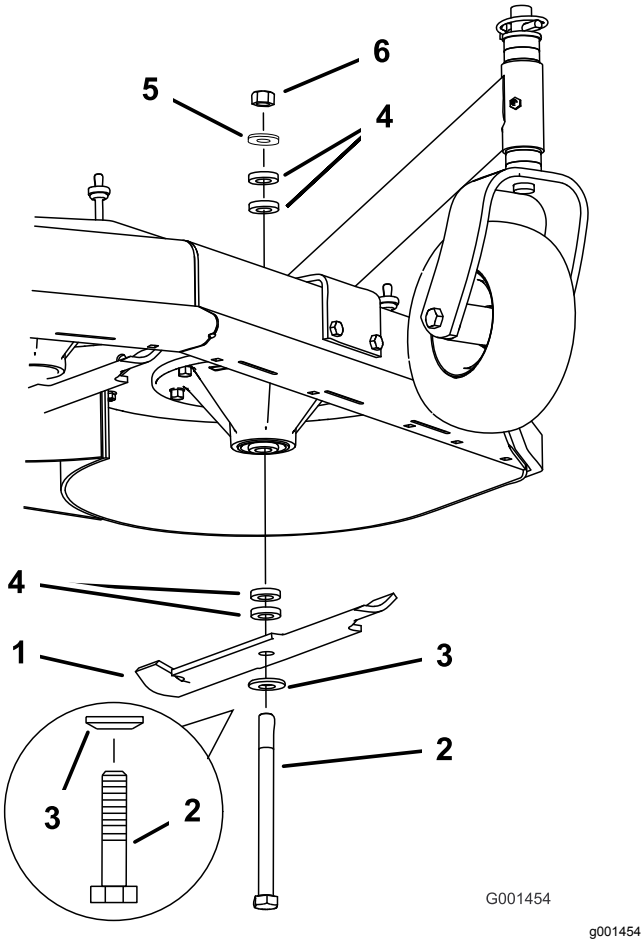

Figur 57
2. Fjern møtrikken, skæreknivsbolten, den buede skive, skærekniven, afstandsbøsningerne og den tynde skive fra spindelen (Figur 57).
1. Monter bolten, den buede skive og skærekniven. Vælg det passende antal afstandsbøsninger til klippehøjden, og skub bolten ned i spindlen (Figur 57).
2. Monter de resterende afstandsbøsninger, og fastgør dem med en tynd spændeskive og en møtrik (Figur 57).